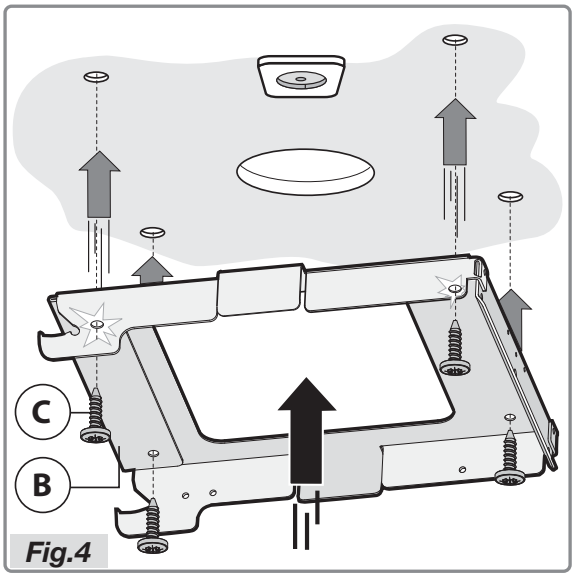

Fig.4
- Neem de beugel **B** en bevestig deze aan het plafond met de vier schroeven **C** (Fig.4).